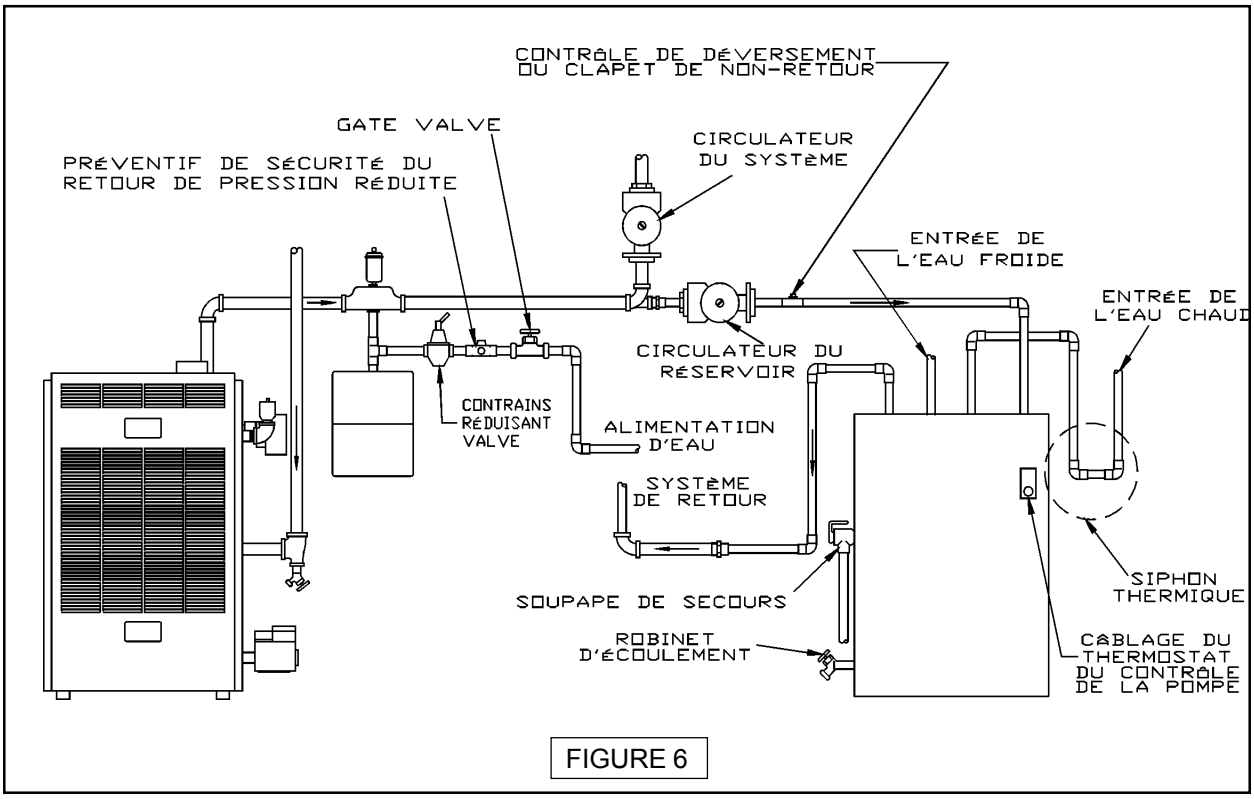

FIGURE 6
7. Une installation typique des circulateurs est montrée à la figure 6,